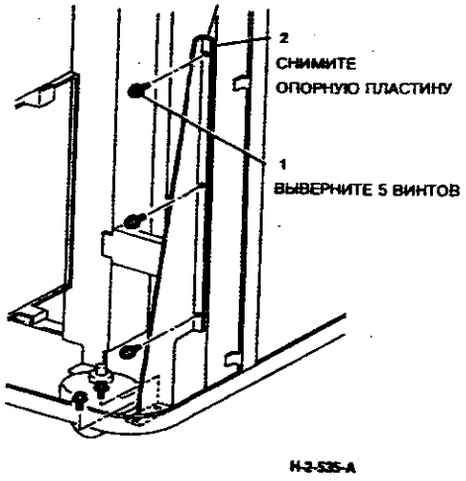

**Рисунок 3. Снятие опорной пластины**
5. (Рисунок 3) Снимите опорную пластину.